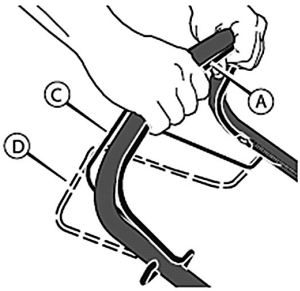

Рис. 9 Положение рычагов остановки двигателя и привода хода
1. Нажмите и удерживайте рычаг остановки двигателя в положении А (Рис. 9). Запустите двигатель.
2. Переместите рычаг привода С (Рис.9) полностью вперед. Теперь система привода включена, и газонокосилка начнет двигаться вперед.
Для выключения только системы привода, отпустите рычаг привода (C). В выключенном положении D (Рис.9), газонокосилка прекратит движение вперед, но двигатель будет продолжать работать, а нож вращаться.